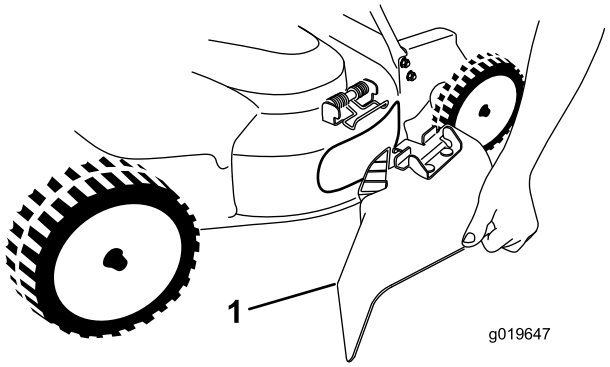

Рисунок 21
5. Установите боковой желоб для выброса (Рисунок 21), потянув вверх за пружину, поместив желоб поверх отверстия и опустив пружину на выступы в верхней части желоба для выброса.